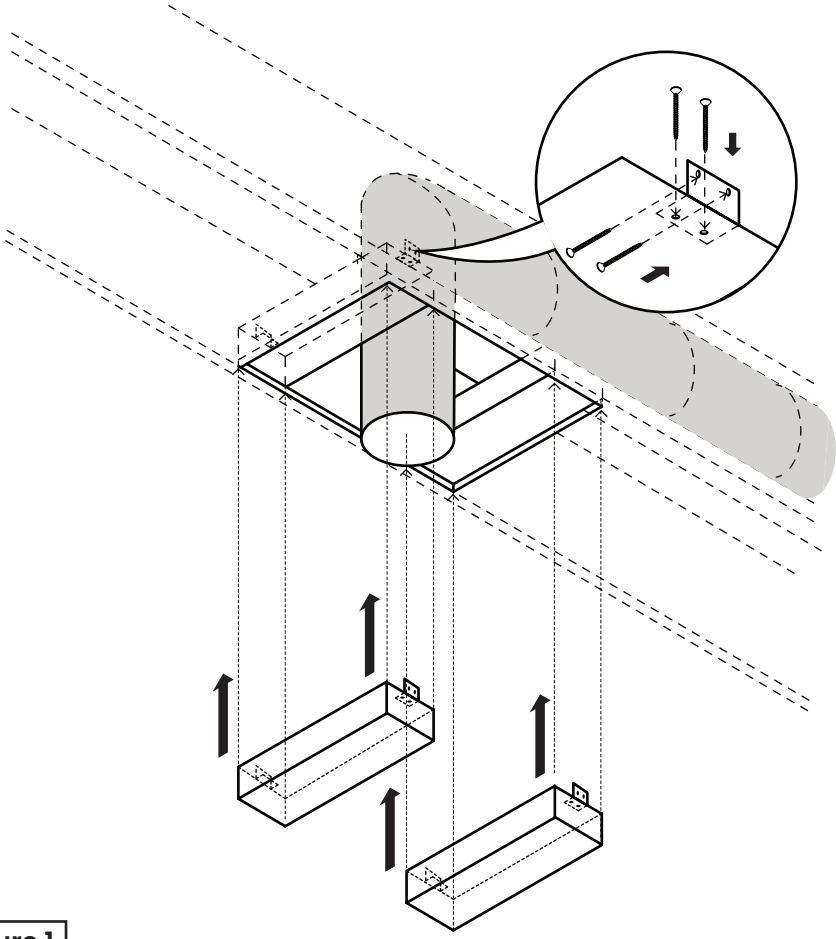

Figure 1
4. Cut two pieces of wood measuring 2"x3", pass them through the opening to the top of the ceiling, and secure them between two joists with screws as shown in Figure 1.